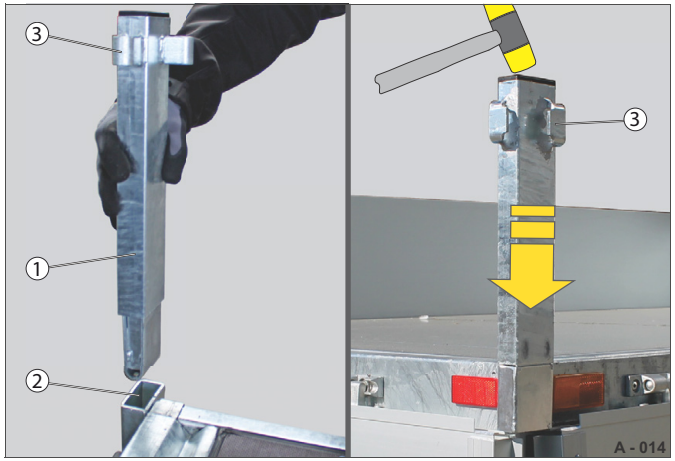

Abb. 15 Zasunutí nárožních klanic
▶ Zasuňte všechny nárožní klanice (Abb. 15/1) do kapes na sloupky (Abb. 15/2) – dávejte pozor na směr jazýčků uzávěru (Abb. 15/3).